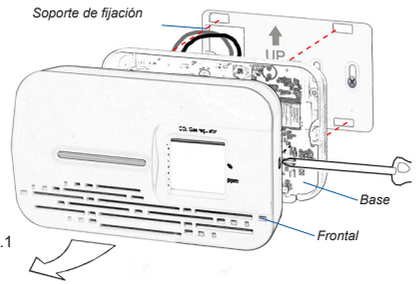

Fig.1
• Inserte los ganchos de la ***Base*** en los agujeros del ***Soporte de fijación*** y arrastre hacia la derecha la ***Base*** hasta que encaje (Fig. 1).